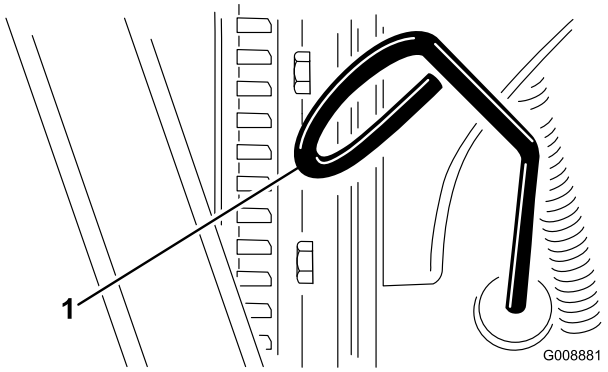

Figur 37
2. Ta ut peilestaven (Figur 37) og tørk den med en ren fille.